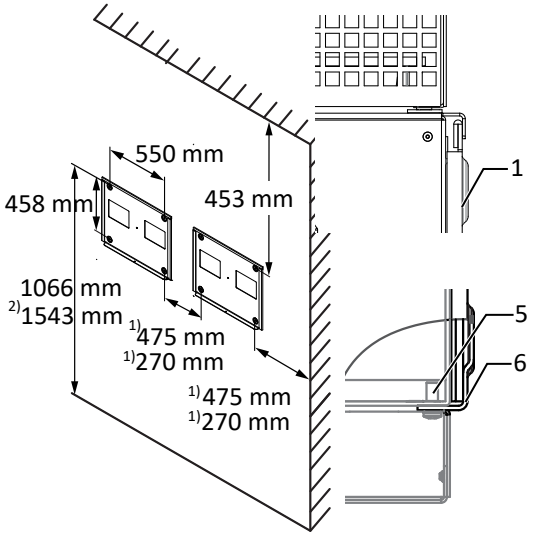

Abb. 12: Wandmontage
- Mindestabstände bei der Montage: [Siehe Abbildung 12 [▸ Seite 17]
2. Gerät über den Winkel zur Aufhängung in die obere Halterung einführen. Gerät vollständig auf den unteren Winkel aufsetzen, sodass Gerät bündig mit der Rückseite an der Halterung anliegt ([Siehe Abbildung 12 [▸ Seite 17]).